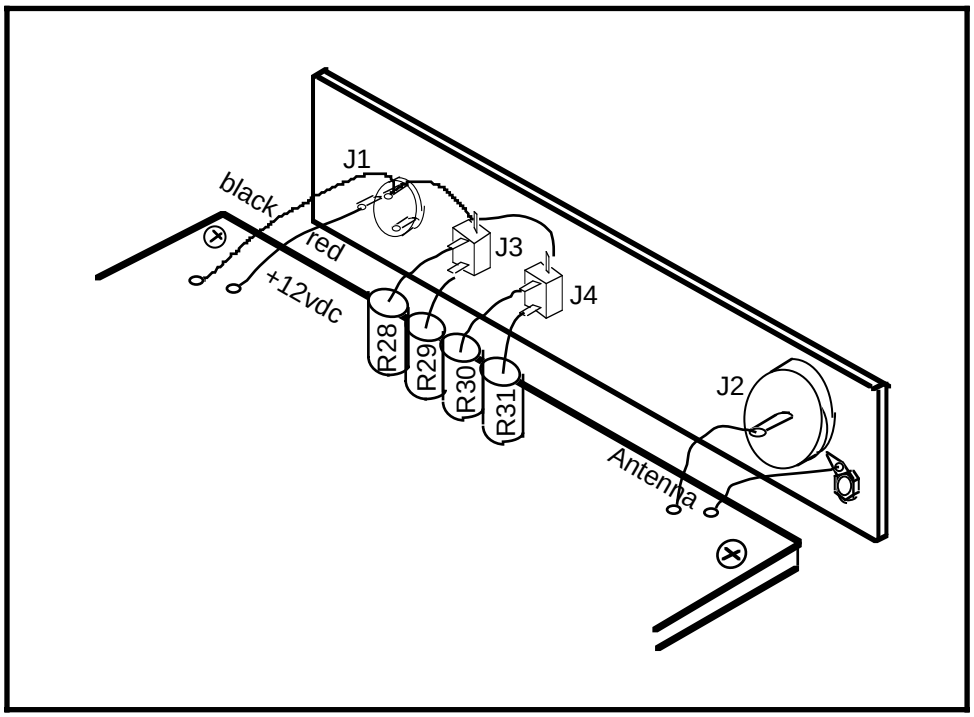

Figure 12. Rear panel wiring
11. ❑ Install one end of each fixed resistor R28-R31 on the PC board. The bottom of each resistor should be flush with the board. The other end of each resistor will be soldered later to the audio jacks (see Figure 12).
11. ❑ Complete installation of resistors R28, R29, R30, and R31 as shown below. Leave a little extra lead length so that the resistor leads are not taut. First solder R29 and R31 on the bottom tabs of the two audio connectors. Then solder R28 and R30 to the top horizontal tabs as shown in Figure 12.